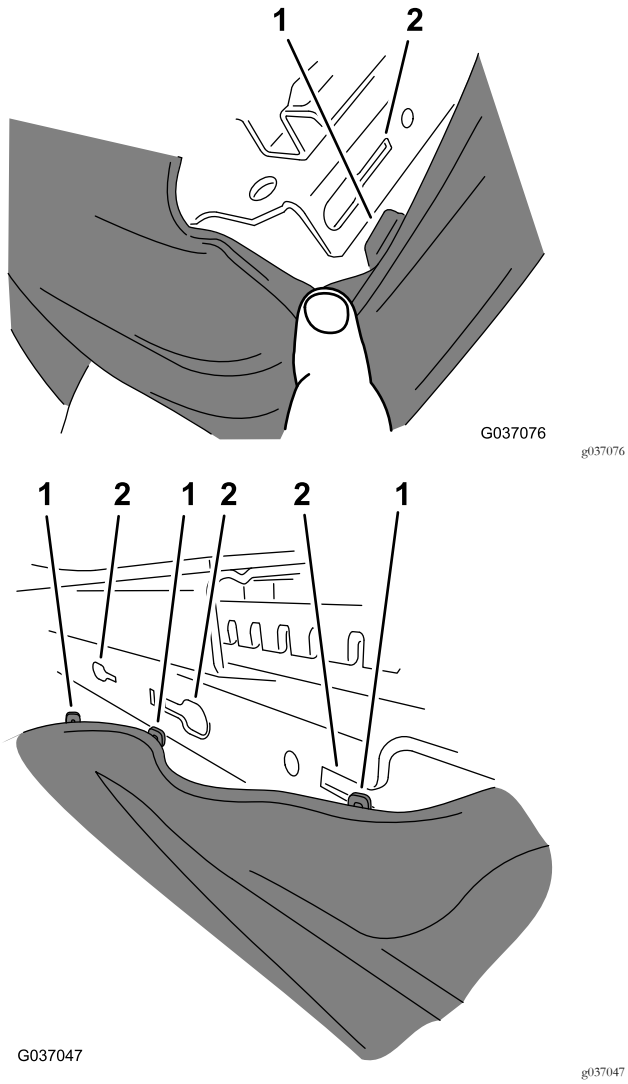

Bild 9
3. Nehmen Sie die Muffe wie folgt vom Sitzunterteil ab (Bild 9).